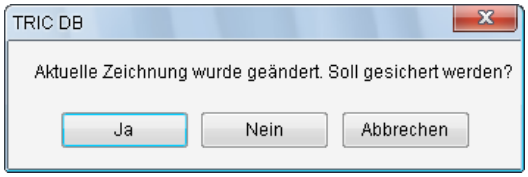

Bild 18.2 – Sicherheitsabfrage für Speicherung der aktuellen Zeichnung
- Sollte bereits eine Zeichnung geöffnet sein, so erfolgt eine Sicherheitsabfrage über das Speichern dieser Zeichnung (und zwar auch dann, wenn Sie nichts geändert haben). In TRIC können Sie immer nur eine Zeichnung zur gleichen Zeit bearbeiten (Abb. 18.2).